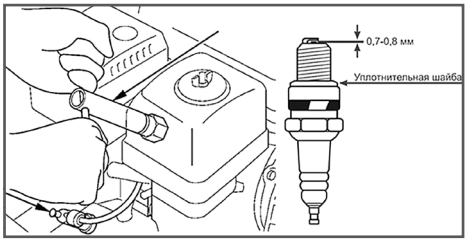

Рис. 21 Обслуживание свечи зажигания
1. Снимите со свечи зажигания колпачок и удалите грязь вокруг свечи зажигания (Рис. 21).
4. Измерьте зазор между электродами свечи зажигания специальным щупом. Зазор должен быть 0,7-0,8 мм (Рис. 21). При увеличении, или уменьшении требуемого зазора, рекомендуется заменить свечу, так как регулировка зазора может привести к изменению качества искрообразования.